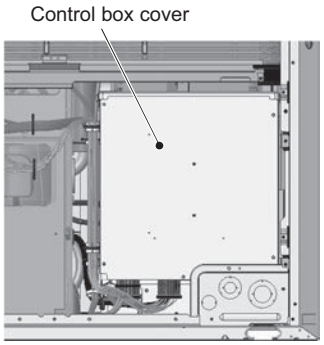

Figure 5
(7) Remove the cover from the control box by unscrewing the 5 screws. (See Figure 5.)